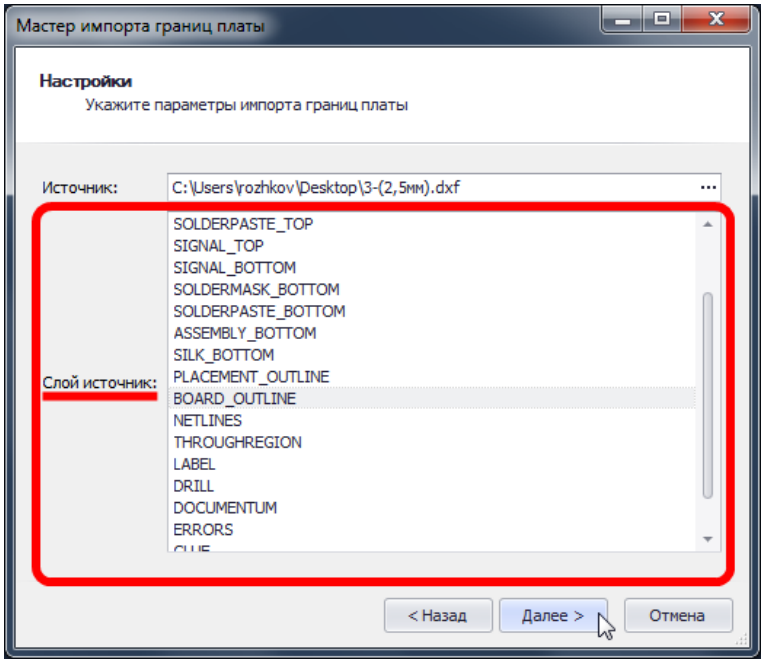

Рис. 696. Выбор слоя, данные из которого будут импортированы
7. Выбрать слой, данные из которого будут импортированы в качестве границ платы (на слой «BOARD_OUTLINE», см. раздел 4.13.1.4). Список доступных слоев отображается в поле «Слой источник», см. Рис. 696.